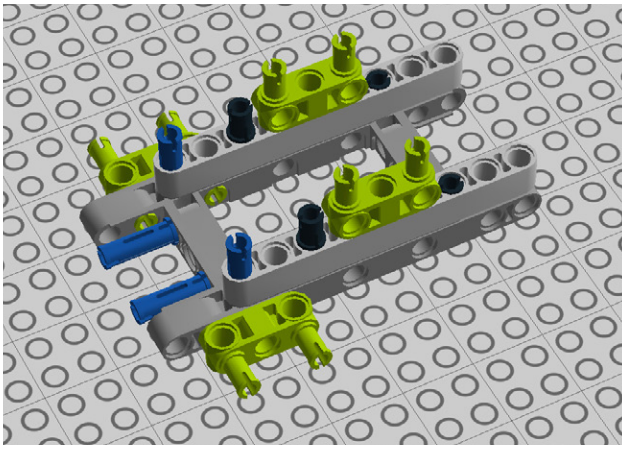

Figure 7-24. *Step 17: Connecting the 3M beams with pegs*
17. Connect four 3M beams with pegs (see Figure 7-24).